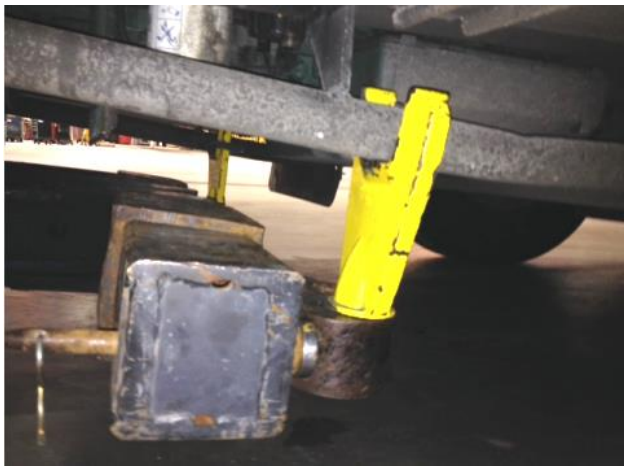

FIGURE 62 : PROPER LOCATION WHEN LIFTING THE SIDE MEMBERS
Place the forks in a transversal position i.e. perpendicularly to the side members (Figure 62).
6. Lift the tow bar until the axle forks grab the side members (Figure 62).